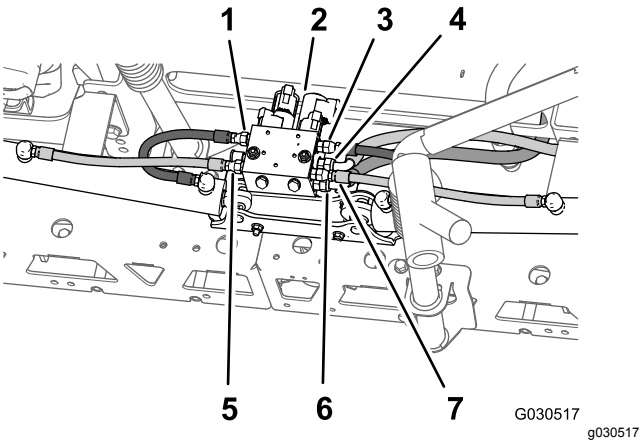

Figuur 62
2. Verwijder achteraan de machine de hydraulische slangen van tussen het hefverdeelstuk van de spuitboom en de hydraulische cilinder (Figuur 62).